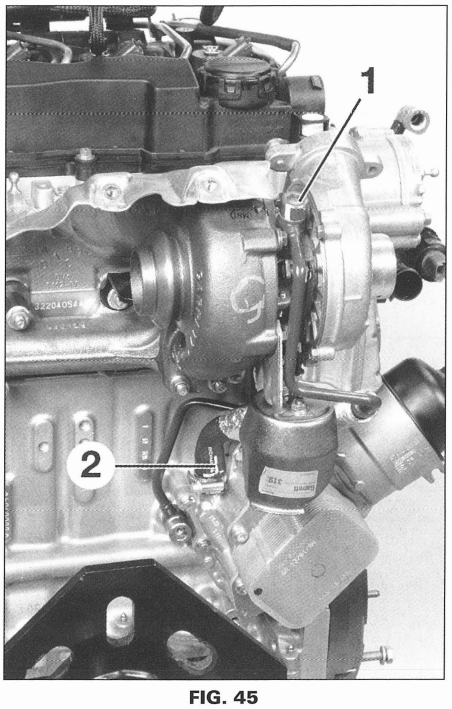

FIG. 45
- la caja de resonancia del turbocompresor (3).
- el tubo de alimentación de aceite (1) del turbocompresor **(fig. 45).**
- el manguito de retorno de aceite (2) del turbocompresor.